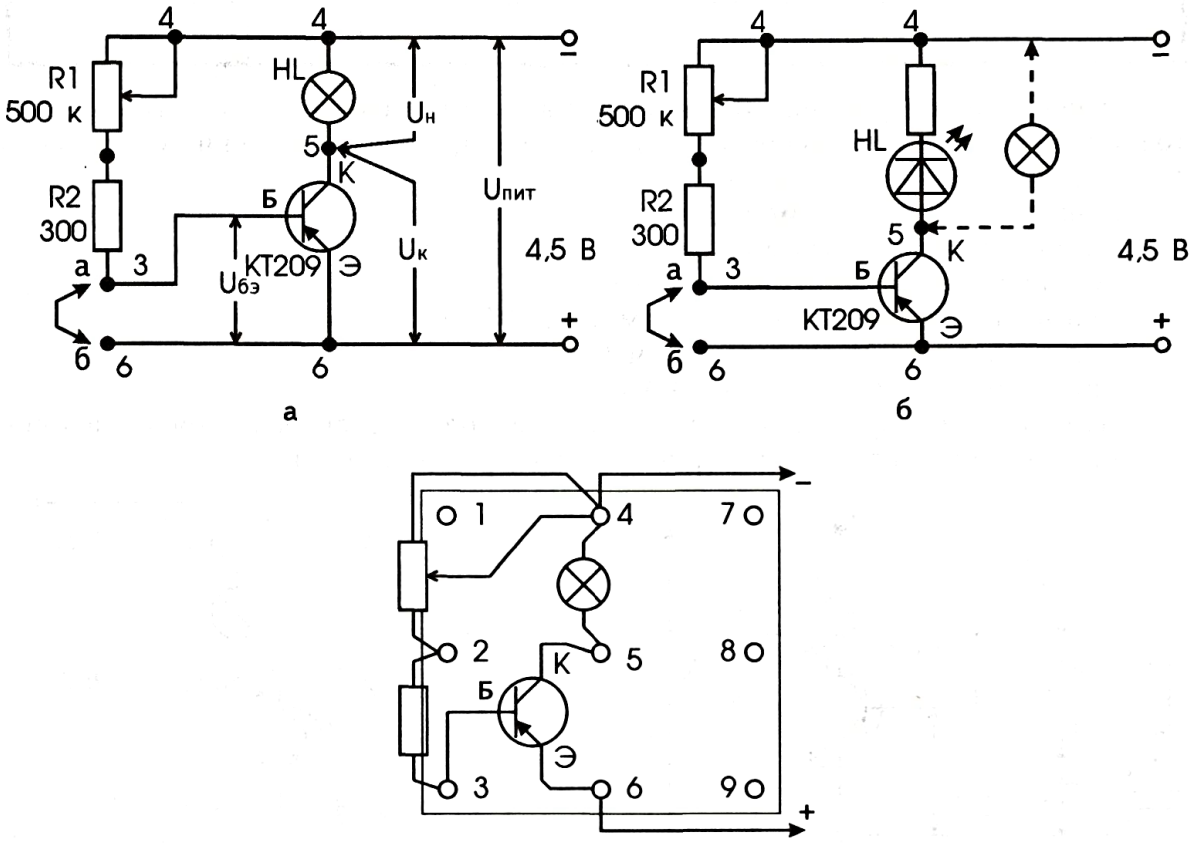

Рис. 4
Примечание. **Использование двух источников питания (см. рис. 1 и 3), оправданное целями эксперимента, не всегда целесообразно на практике. Поэтому базовые и коллекторные цепи основной массы электронных конструкций питают от одного и того же источника, расположенного в коллекторной цепи (рис. 4).**
1. Соберите конструкцию по схеме, изображенной на рис. 4 *а*, или *б*.